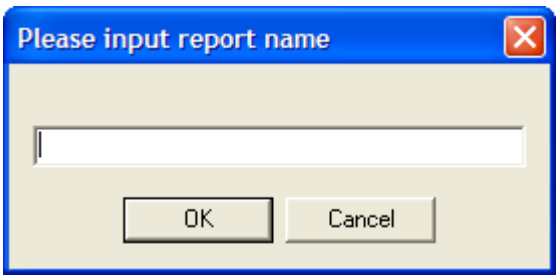

Figure 9.8-3. Report name dialog box
d. Click the Save Rpt As button. The Please Input Report Name dialog box will appear, allowing to specify the name of the report template (Figure 9.8-3).